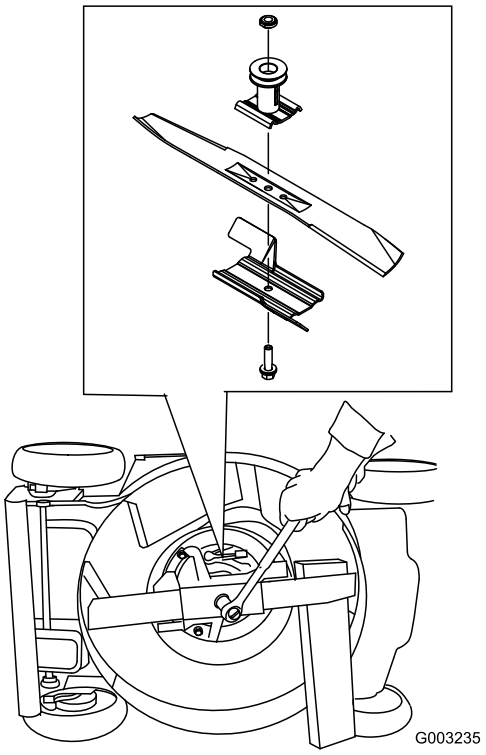

Figura 38
3. Utilice un bloque de madera para inmovilizar la cuchilla (Figura 38).